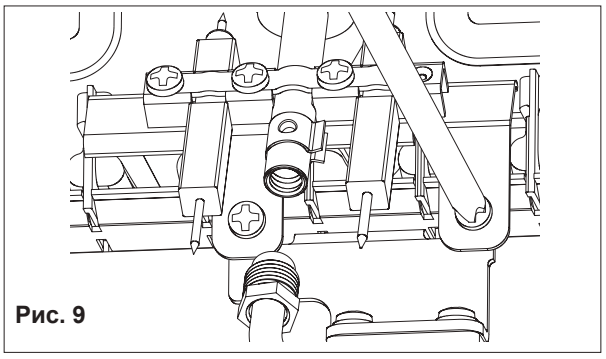

**Рис. 9**
- открутить винты крепления запальной горелки (рис. 9);